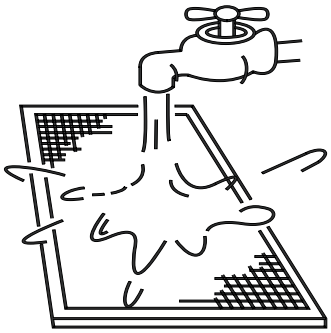

Rys. 5-3
- *Jeżeli do czyszczenia używasz wody, skieruj filtr stroną zasysającą powietrze w dół. (Patrz Rys. 5-3).*